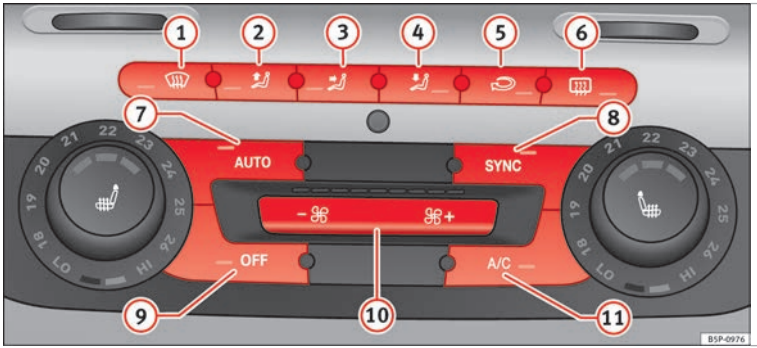

Fig. 117 On the dash panel: 2C Climatronic controls.
– Turn the temperature control knobs ››› **Fig. 117** to adjust the temperature on the left-hand or right-hand side respectively.
– Press the AUTO ››› **Fig. 117** button. “AUTO High” is shown on the radio display (high fan speed).
– Press the AUTO button again ››› **Fig. 117**. “AUTO Low” is shown on the radio display (low fan speed).